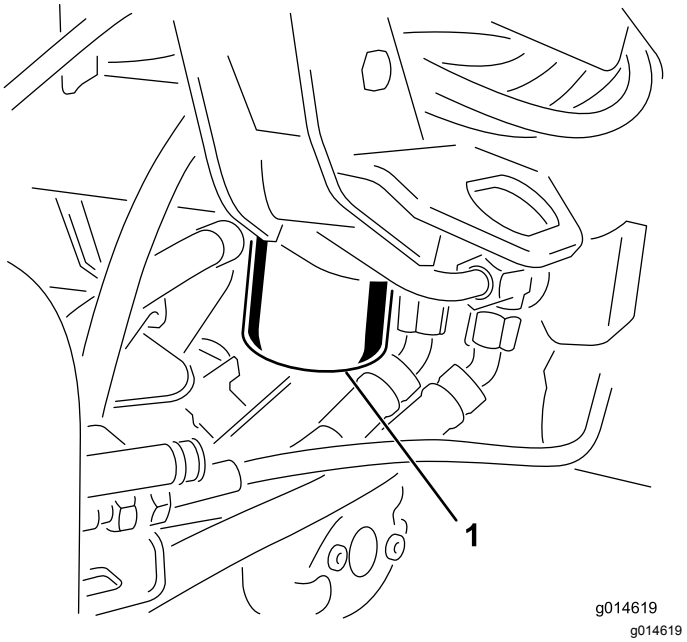

Figur 58
1. Rengör runt området där filtret monteras (Figur 58). Ställ ett avtappningskärl under filtret och ta bort filtret.